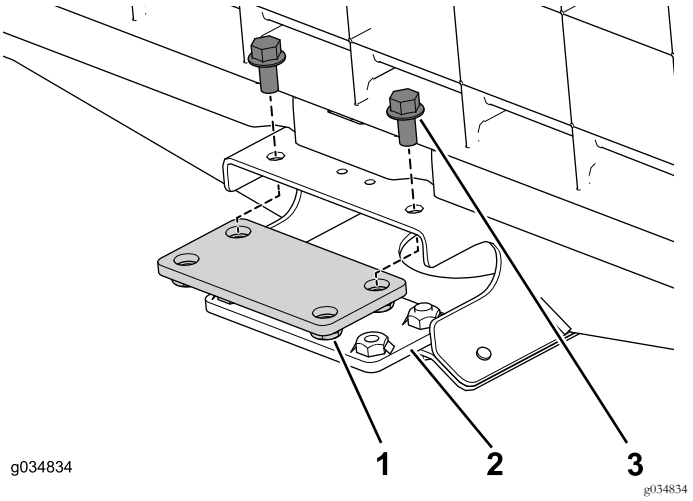

Figura 21
1. Utilize os quatro parafusos flangeados (3/8" x ¾") para instalar sem apertar as placas de ligação superior e inferior no canal central da secção dianteira (Figura 21).